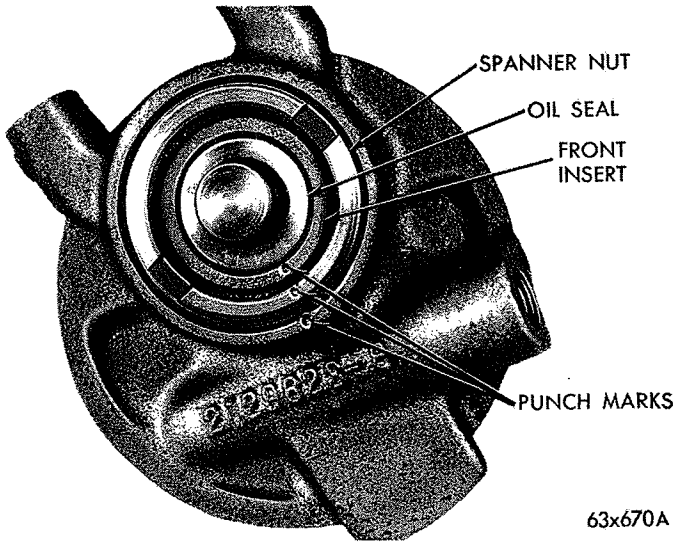

*Fig. 11—Center Punch Marks on Pump Body, Spanner Nut and Front Insert (1.2 Pump Shown)*
(2) Center punch spanner nut, front insert and housing to aid in proper indexing when reassembling (Fig. 11).
(14) Remove flat washer. Make sure slipper springs are in place by rotating shaft and looking through end of each slipper.
(15) Lubricate rotor assembly and rotate to make sure slippers do not bind.
(16) Replace shaft seal (See "Oil Seal Replacement") and "O" ring seal on front insert. Lubricate and position insert in pump body so punch marks align with punch marks on pump flange (Fig. 11).